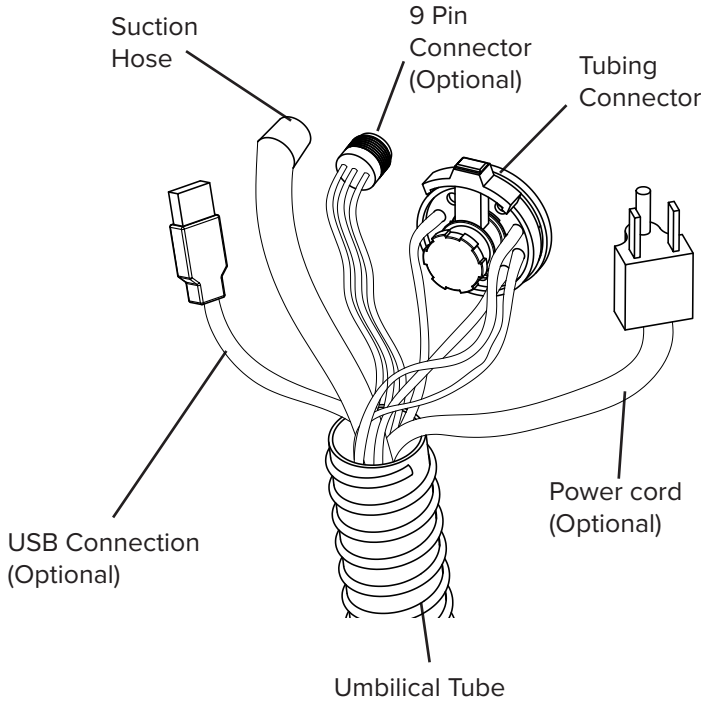

Fig 13.1
2. Refer to Fig 13.1 to become familiar with the tubing and electrical connections (some options shown may not be identical to the configuration of your Workstation).